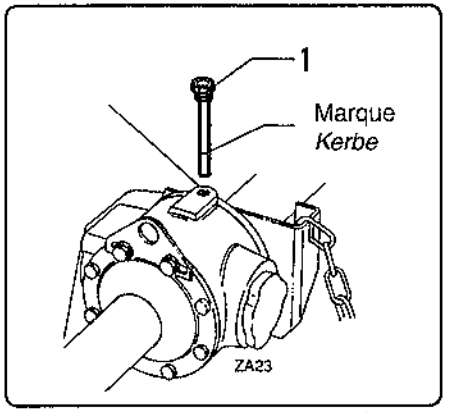

fig. 7.4.3
- Contrôlez le niveau du lubrifiant du carter des engrenages à travers le bouchon de visite (fig. 7.4.3 pos. 1) et éventuellement en rajouter jusqu'à la marque sur la jauge.